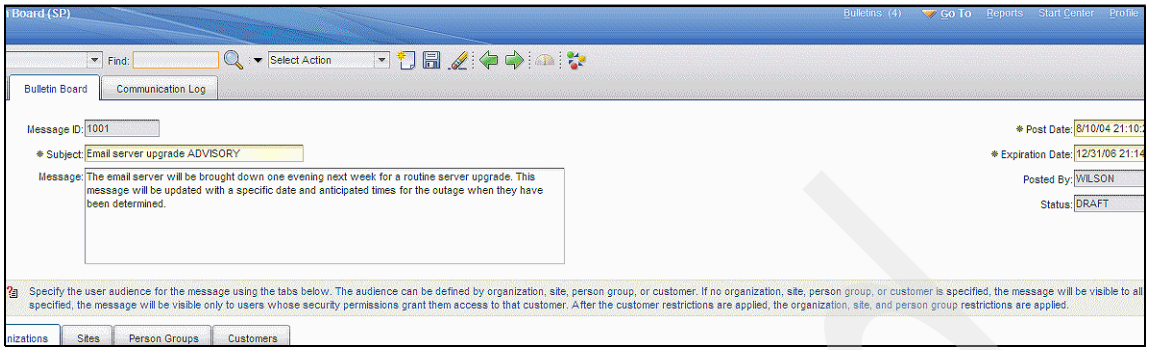

Figure 3-65 Bulletin Board (SP)
1. Go to **Administration** → **Bulletin Board (SP)**. Click **Bulletin Board**. You will see a Message ID 1001. Enter a Post Date and an Expiration Date, as shown in Figure 3-65 on page 73.